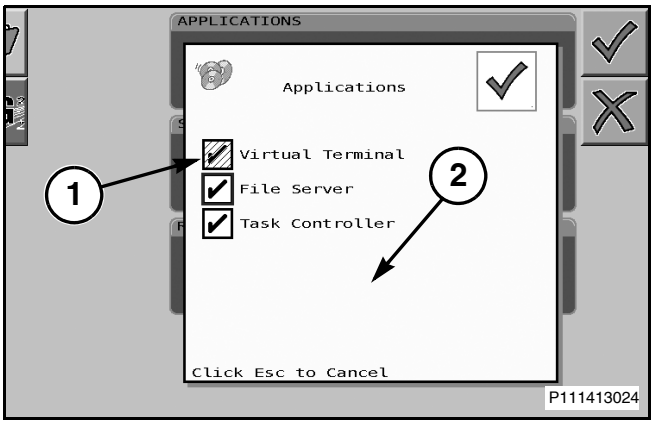

Рис. 91
Рис. 91: Дополнительные функции можно включать или отключать с помощью колеса прокрутки, для подсвечивания выбора (1), с последующим нажатием кнопки колеса прокрутки для включения и выключения.